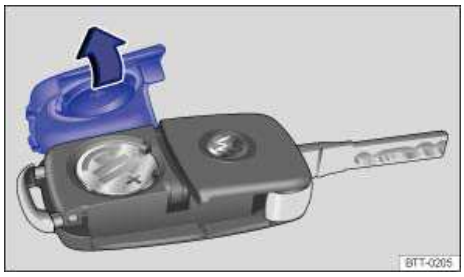

**Fig. 22** Remote control vehicle key: Open battery compartment cover.
The battery is on the back of the remote control vehicle key under a cover ⇒ fig. 22.
- Position the cover as shown ⇒ fig. 22 and press it down (opposite to direction of the arrow) until you hear it click into place.